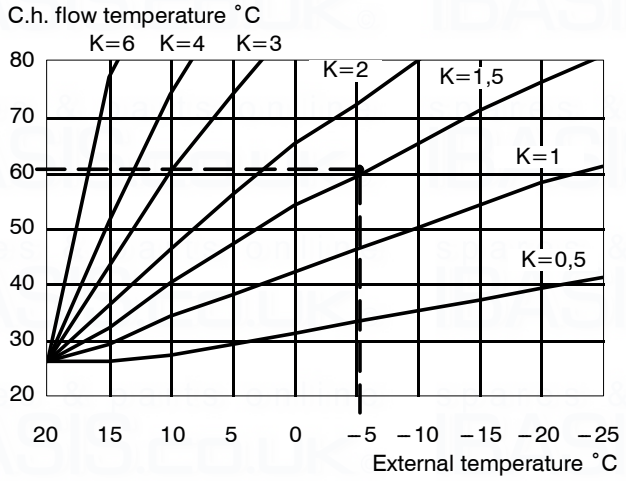
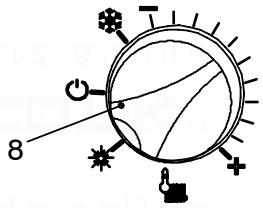

Fig. 7.7
Fig. 7.11
The curves given in the chart of Fig. 7.7 represent the c.h. flow temperature setting as a function of the external temperature measured by the external temp. probe.
The relationship between the external temperature and the c.h. flow temperature is represented by the coefficient K (Fig. 7.7) that can be set between 0 and 6 as hereafter explained.
E.g. to obtain a flow temperature setting of 60 °C when the external temperature is –5 °C, K must be set to 1,5 (dashed line in Fig. 7.7).
After setting the coefficient K, position the knob 8 as shown in Fig. 7.11 in order to obtain the c.h. flow temperature accordingly with the chart of Fig. 7.7.